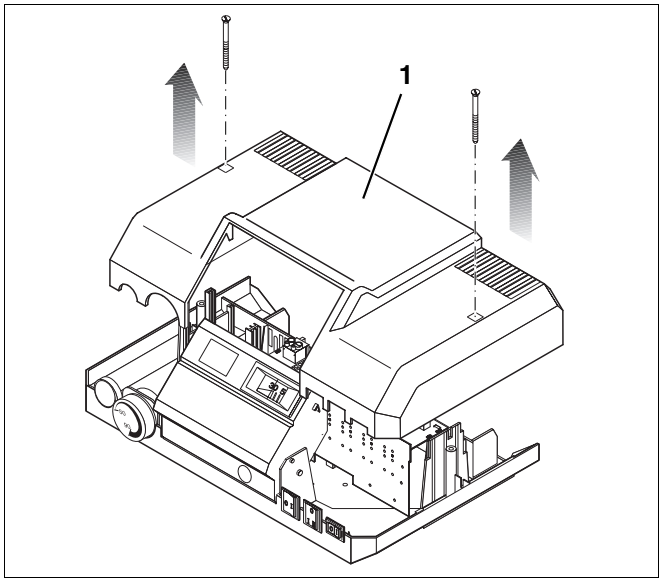

*Abb. 1 Abdeckhaube abnehmen*
- Regelgeräthaube (Abb. 1, **Pos. 1**) abnehmen.